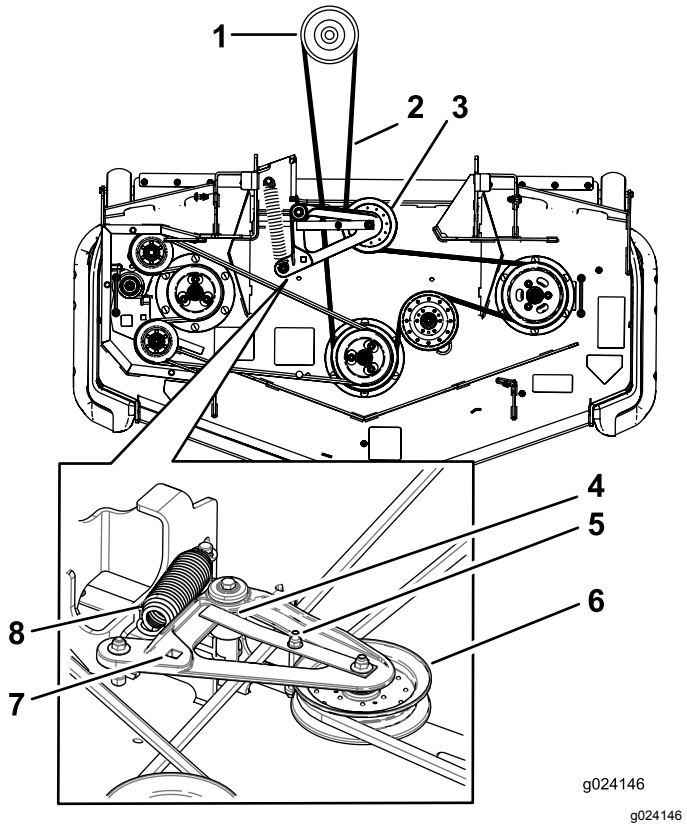

Figur 73
10. Brug skralden i det firkantede hul til at montere den nye rem omkring plæneklipperremskiverne og styreremskiverne (Figur 73).
8. Brug en skralde i det firkantede hul i styrearmen for at fjerne spændingen på styrefjederen (Figur 73).
10. Løft op i tappen på remstyret, og fjern den eksisterende rem (Figur 73).
11. Før den nye rem rundt om plæneklipperens remskiver og koblingsremskiven under motoren (Figur 73).
12. Rotér og sørg for, at tappen på remstyret slår mod drejenavet (Figur 73).
13. Monter styrefjederen ved at bruge skralden i det firkantede hul (Figur 73).